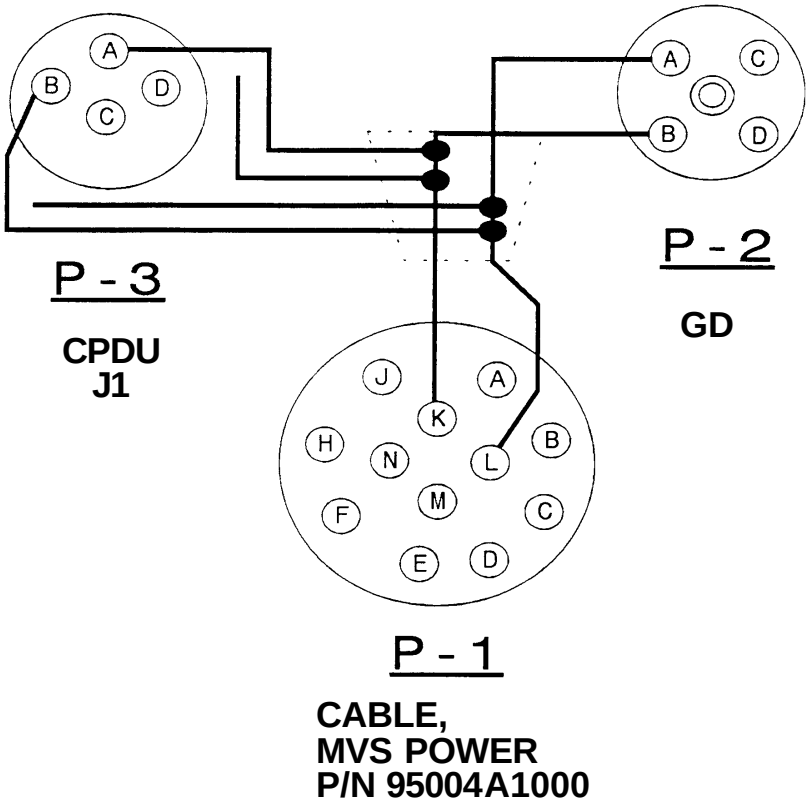

Figure G-2. MVS Power Connection
b. Assembly (Figure G-2 Provides Schematic Information)
Using Figure G-2 and an ohmmeter or continuity tester, ensure point to point continuity. Correct as necessary.